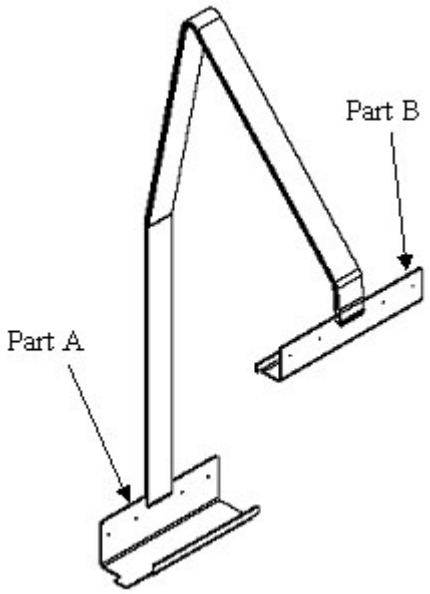

Fig 3 - Position of parts A and B
5) Position part A in the door-opening at the back of the BNA terminal (see Figs 3 and 4).
7) Position part B in the front opening of the terminal (Figs 3 and 4).